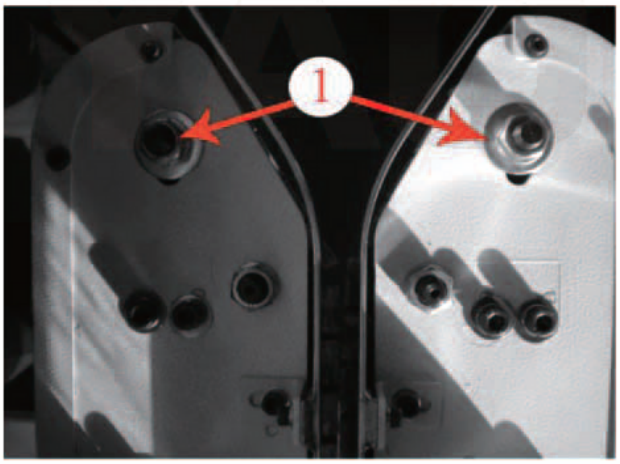

Fig.4a
b. Loosen No. 1 Nut at the front of the side which needs adjusting. (See **Fig.4a**)